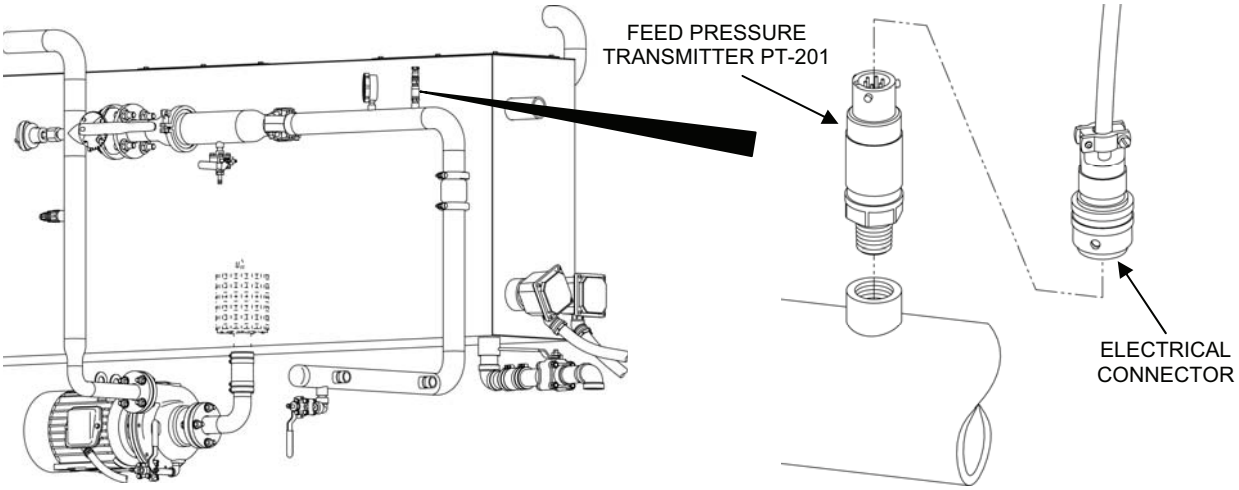

Figure 3. RO Feed Pressure Transmitter PT-201 Replacement.
2. Remove the transmitter from the RO system as follows (Figure 3):